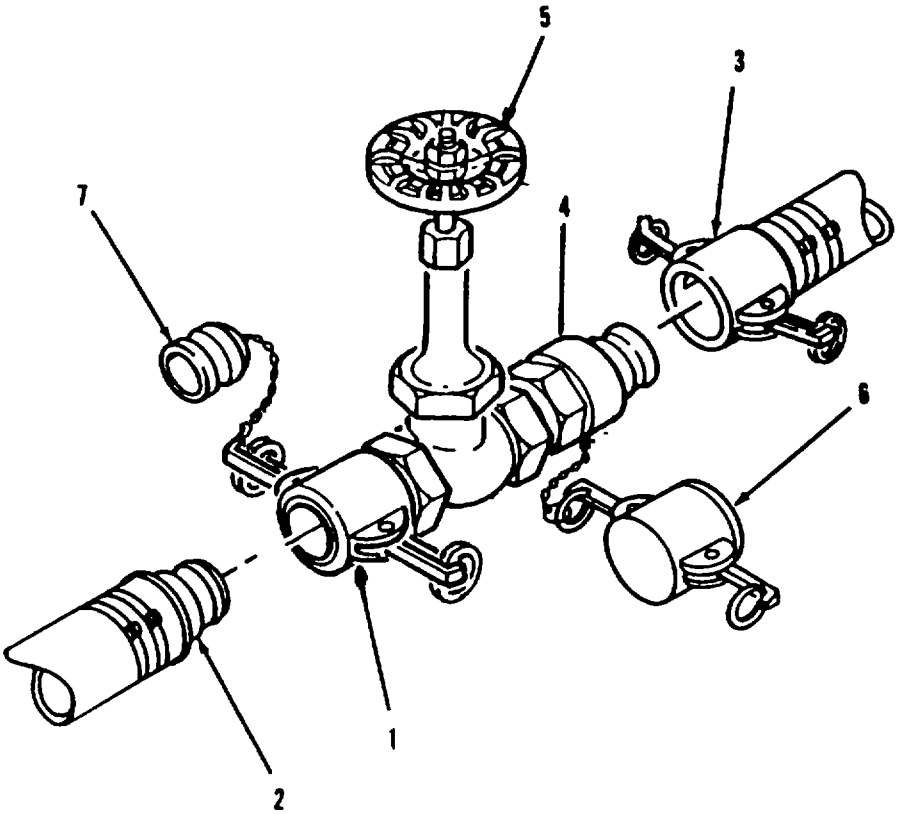

Figure 3-1. Component Replacement
a. Removal. Refer to Figure 3-1.
(1) Disconnect female coupling (1) from male coupling (2).
(2) Disconnect female coupling (3) from male coupling (4).
(3) Remove defective 2-inch gate valve (5) from water system.
(4) Install cap (6) on male coupling (4).
(5) Install plug (7) in female coupling (1).
b. Installation. Refer to Figure 3-1.
(1) Remove plug (7) from female coupling (1).
(2) Remove cap (6) from male coupling (4).
(3) Position 2-inch gate valve (5) in water system.
(4) Connect female coupling (1) to male coupling (2).
(5) Connect female coupling (3) to male coupling (4).
(6) Start up water system (para. 2.9c) and check for leaks at 2-inch gate valve (5).
(7) Refer unserviceable component to unit maintenance for repair.